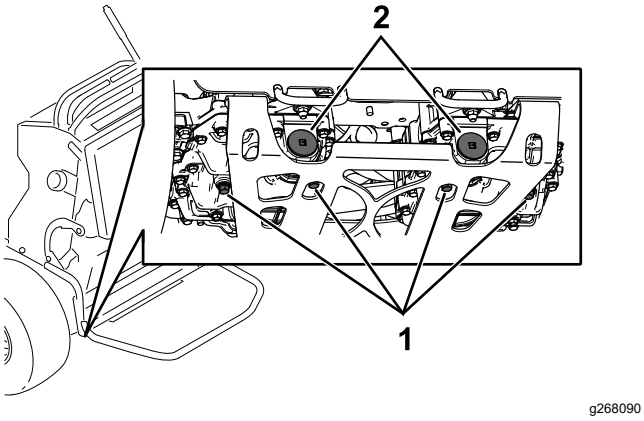

Figure 82
5. Localisez le bouchon de vidange sous la base de chaque transmission et placez un bac de vidange sous les bouchons (Figure 82).